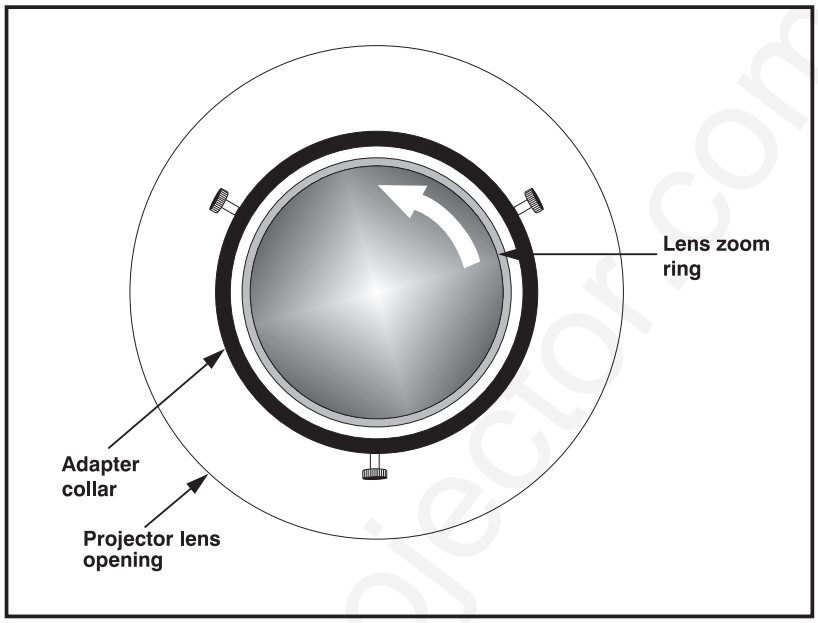

Figure 4-13. Turn lens zoom ring ALMOST as far as possible
e) Face the front of the projector and manually turn the lens zoom ring counter-clockwise as far as possible (see Figure 4-13). Then turn clockwise very slightly — about an eighth of an inch.